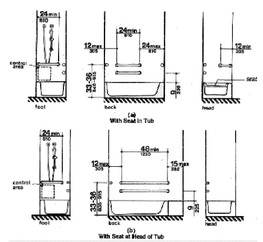
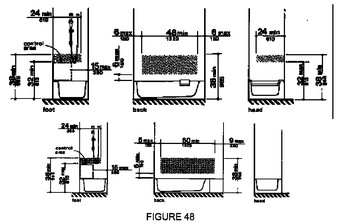

FIGURE 34
FIGURE 48
(3) GRAB BARS. STRUCTURAL REINFORCEMENT OR OTHER PROVISIONS THAT WILL ALLOW INSTALLATION OF GRAB BARS SHALL BE PROVIDED IN THE LOCATIONS SHOWN IN FIG 48. IF PROVIDED, GRAB BARS SHALL BE INSTALLED AS SHOWN IN FIG 34 AND SHALL COMPLY WITH 4.26.
(4) CONTROLS. FAUCETS AND OTHER CONTROLS SHALL BE LOCATED AS SHOWN IN FIG 34 AND SHALL COMPLY WITH 4.27.4.
(5) SHOWER UNIT. A SHOWER SPRAY UNIT WITH A HOSE AT LEAST 60 IN LONG CAN BE USED AS A FIXED SHOWER HEAD OR AS A HAND-HELD SHOWER SHALL BE PROVIDED.